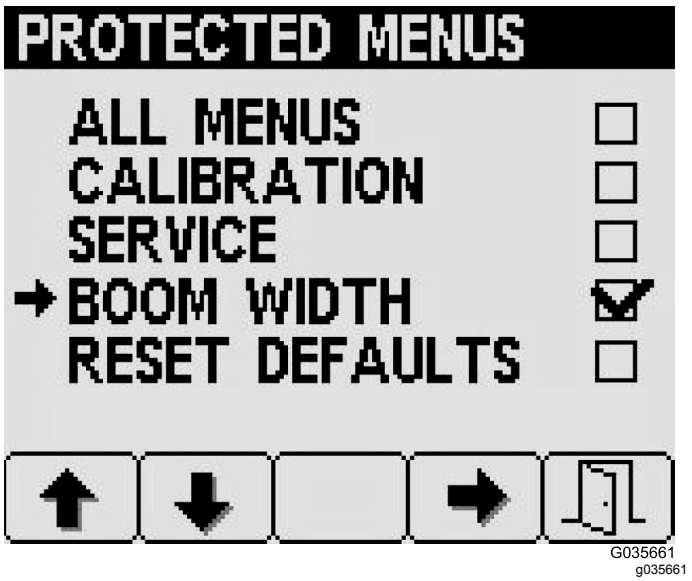

Рисунок 30
3. Нажмите кнопку 4, чтобы выбрать или отменить выбор каждой позиции защищенного меню, как показано на Рисунок 30.